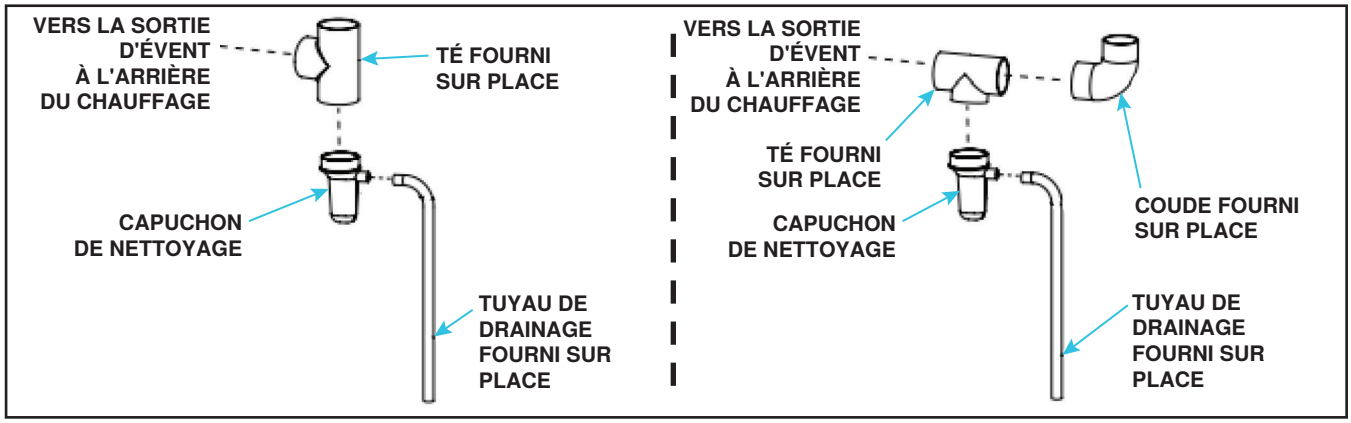

**Figure 19. Installation du drain de condensat (tailles d'unité 55–110)**
1. Installez le drain de condensat d'évent sur les tailles d'unité 55–110 à l'aide du ensemble bouchon/piège de nettoyage en PVC fourni avec le réchauffeur comme suit (voir **Figure 19**) :